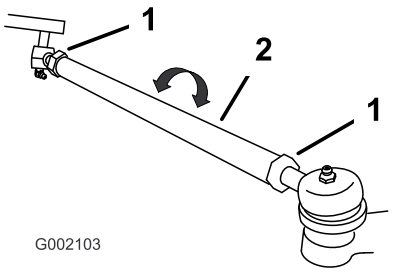

Figur 63
7. Hvis målene ikke faller innenfor 0 til 6 mm, løsne låsemutteren i begge ender av parallellstagene (Figur 63).